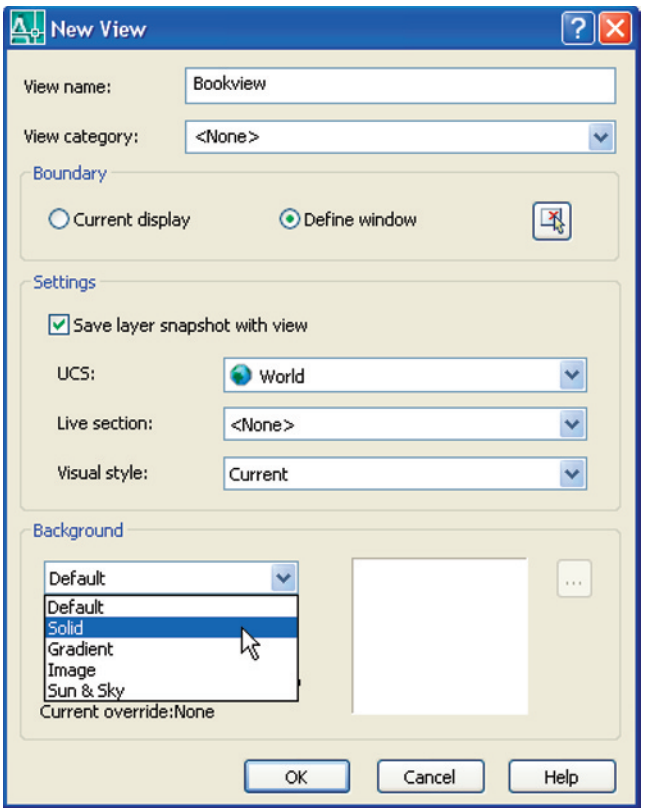
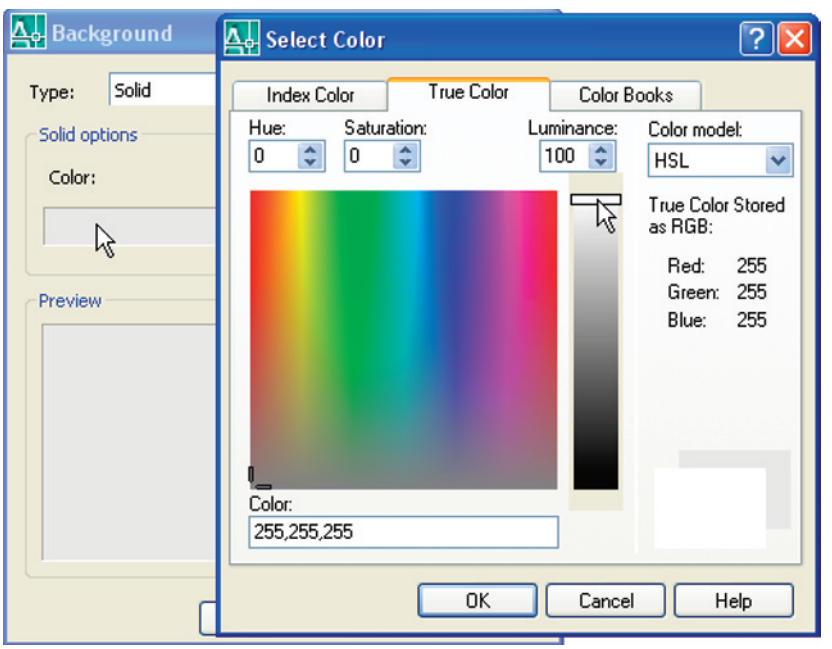

Fig. 16.10 The **New View** dialog
Fig. 16.11 The **Background** and **Select Color** dialogs
2. The **New View** dialog (Fig. 16.10) appears. *Enter* **Bookview** (or similar) in the **View name** field. In the **Background** popup list *click* **Solid**. The **Background** dialog appears (Fig. 16.11)
3. In the **Background** dialog *click* in the **Color** field. The **Select Color** dialog appears (Fig. 16.11).